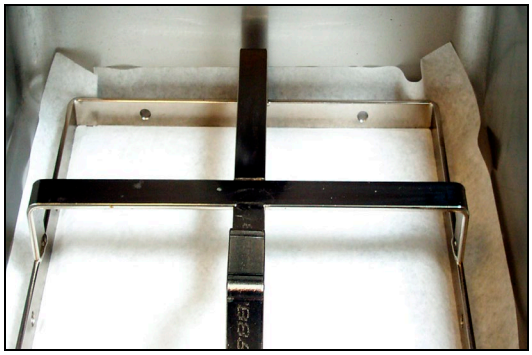

Figure 3
4. Position the hold-down ring over the filter paper and lower the ring into the pan, allowing the paper to rest on the side of the filter pan. (See Figure 3)